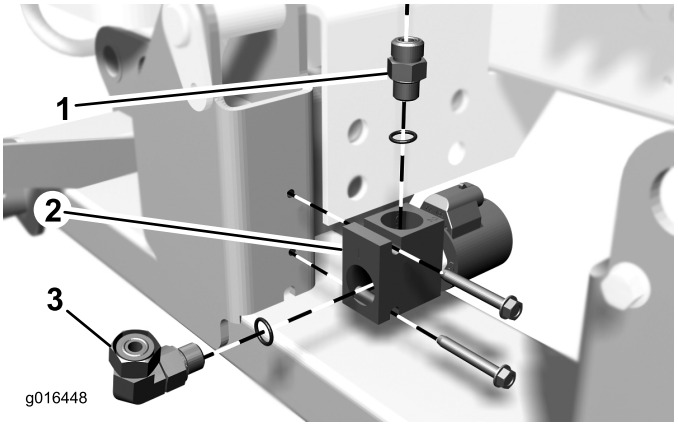

Figura 2
3. Monte o manípulo de bloqueio da plataforma no tubo da estrutura com os (2) parafusos auto-roscantes 1/4 x 1–3/4 pol. Posicione o manípulo como se indica em Figura 2.
4. Instale a união hidráulica recta na parte superior do manípulo (Figura 2).
5. Instale a união hidráulica de 90 graus na extremidade do manípulo (Figura 2).